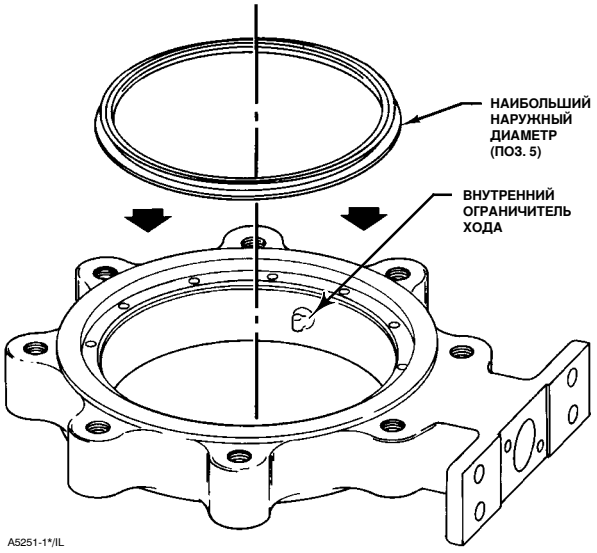

Рис. 8. Установка типового седла
1. Возьмите новое седло (поз. 5) и обратите внимание на форму кольца. С одной стороны кольцо имеет больший диаметр, чем с другой, как показано на рис. 8. По внешней окружности имеется широкая канавка.
Перед установкой седла в клапан во внешнюю широкую канавку седла необходимо вставить уплотнительное кольцо (поз. 6). См. рис. 8.
2. Вставьте в корпус клапана седло с уплотнительным кольцом. Седло входит широкой наружной стороной, как показано на рис.8, в Т-образный паз корпуса (см. рис. 5). Вставьте седло широкой стороной в Т-образный паз корпуса клапана, используя для этого отвертку с тупым концом. Если у вас имеется комплект инструментов для обслуживания, то используйте приспособления для установки седла из этого комплекта.
При креплении привода на клапане убедитесь, что диск клапана не касается внутреннего ограничителя хода (см. рис. 8). Диск клапана должен находиться на расстоянии от 0 до 0,76 мм (от 0 до 0,030 дюйма) от внутреннего ограничителя в корпусе клапана (см. рис. 8).